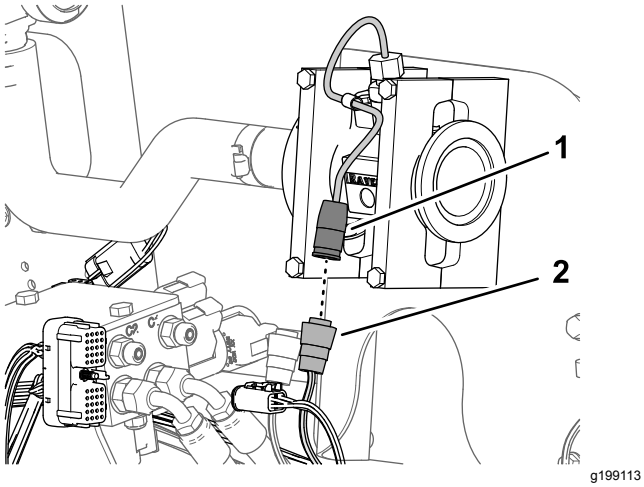

Figur 85
1. Koble den elektriske kontakten med tre sokler på den 89 cm lange ledningssatsforgreningen merket STRØMNINGSMÅLER til kontakten med tre pinner på strømningsmåleren (Figur 85).